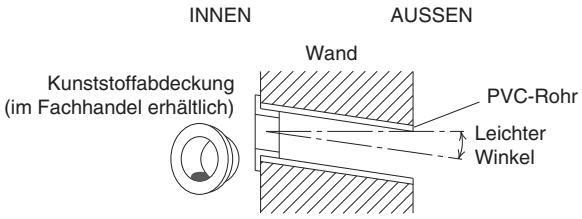

Abb. 3-9
(6) Die Kunststoffabdeckung über das Rohrende schieben (nur für Innenseite) und das Rohr in die Wand einsetzen. (Abb. 3-9)